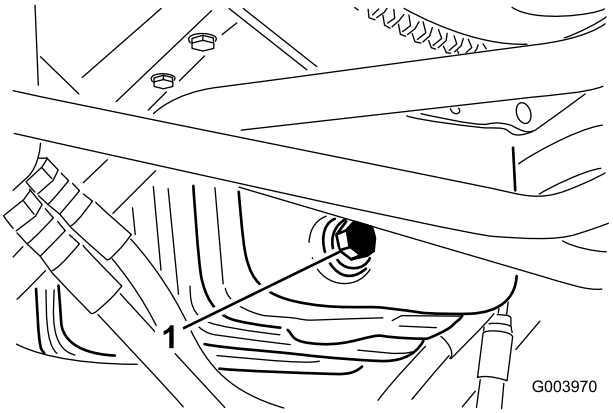

Figura 54
1. Retire el tapón de vaciado (Figura 54) y deje fluir el aceite a un recipiente apropiado.